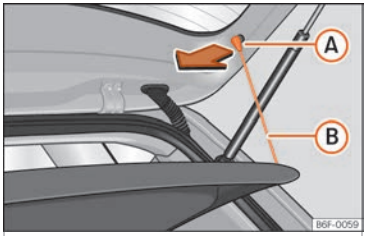

Fig. 115 Na bagageira: desmontar e montar a chapeleira.
- Desengate os tirantes de fixação ››› Fig. 115 Ⓑ dos alojamentos Ⓐ.
- Engate os tirantes de fixação ››› Fig. 115 Ⓑ na porta da bagageira.